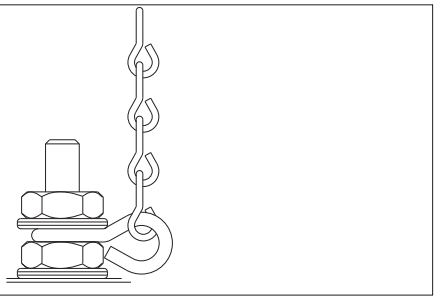

Figura 2
3. Fije el gancho "S" a los 4 pernos que sobresalen de la parte posterior del calefactor. Asegure los ganchos con la arandela y la tuerca según se muestra en la Figura 2.